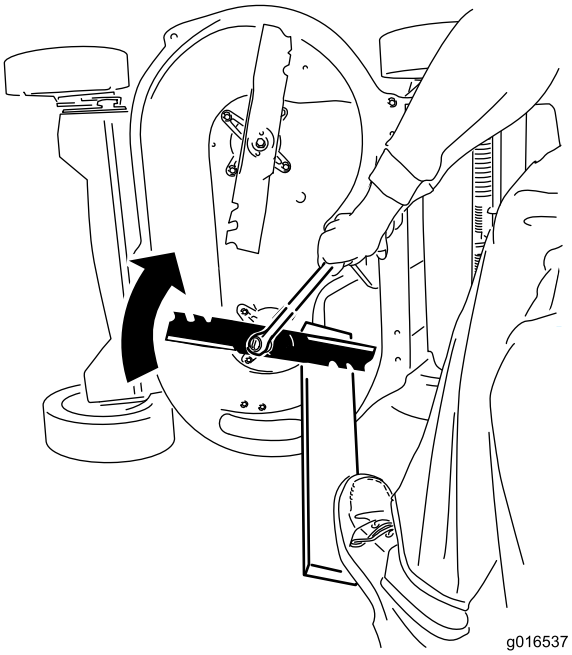

Rysunek 40
2. Ustal położenie każdego z ostrzy kartonem i obróć śrubę ostrza w prawo, używając klucza dynamometrycznego, jak pokazano na Rysunek 40; dokręć śrubę każdego ostrza z momentem 82 N·m.